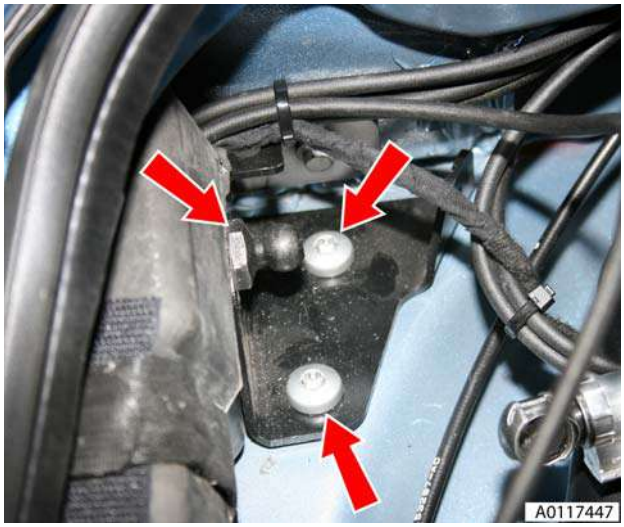

Figure 4
6. Remove cylinder pivot bracket from body (bolts x3) (see Figure 4).